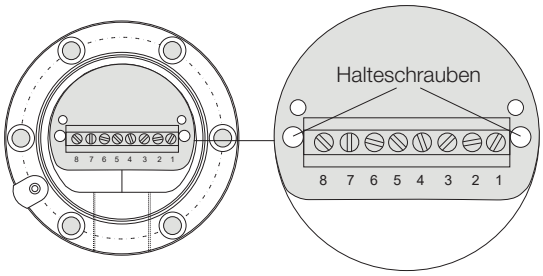

Bild 4-6: Typisches Gehäuse mit Anschlussklemmenbaugruppe, Pinbelegung
4. Die zwei Halteschrauben (siehe Bild 4-6) des Elektromoduls entfernen.